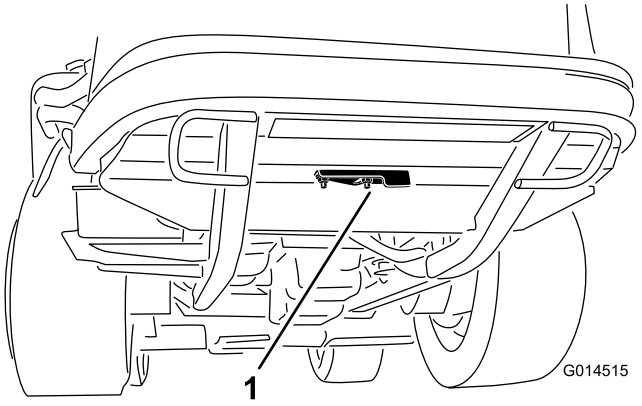

Figura 54
2. Allentate il dado flangiato che fissa il coperchio dell'accesso per la pulizia sotto il telaio posteriore (Figura 54). Ruotate il coperchio di lato per aprire accesso per la pulizia nel telaio.